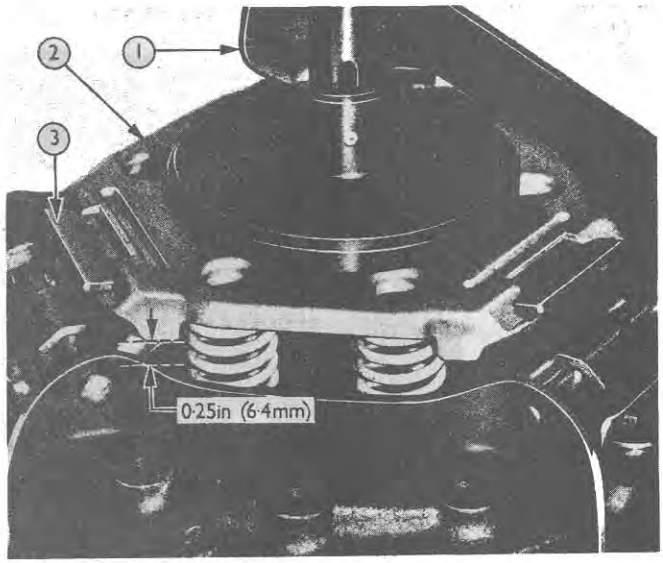

Figure 23
4. Install actuator assembly SW12B/28 by screwing it into the bridge spider of the base plate until depressing the actuator lever fully produces a gap of 0·25 in. (6·4 mm.) between the corner of the spring retainer and the cover, see Figure 23.
5. Push the angle links, Figure 23, from their location in the spring retainer. It may be necessary to release the actuator and screw it further into, or out of, the base plate spider in order to obtain the position which will completely free the angle links from the spring retainer.